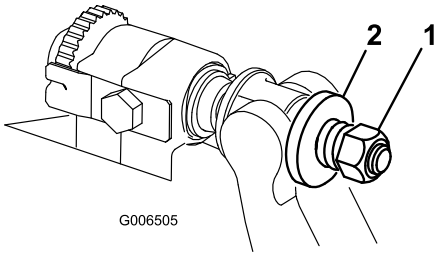

Bild 29
3. Ziehen Sie die Federspannungsmutter an, bis die Feder zusammengedrückt ist, drehen Sie sie dann eine 1/2 Umdrehung heraus (Bild 29).